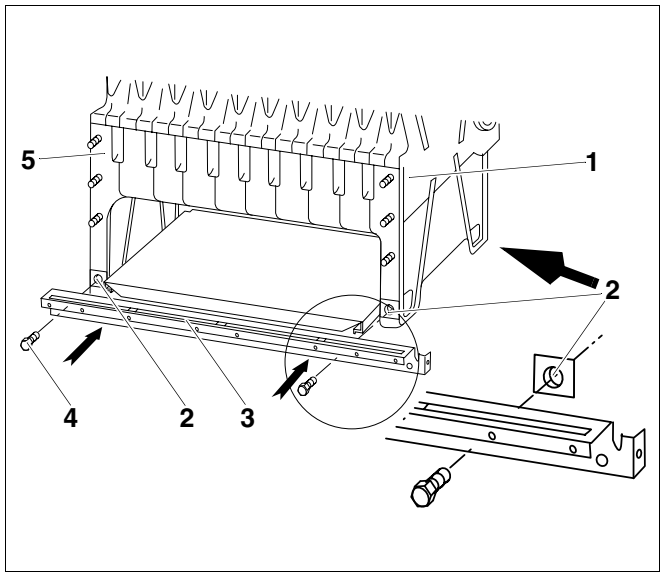

Afb. 40 Langssokkels monteren
De pijl in afb. 40 geeft de voorzijde van het ketelblok aan.
De langssokkels moeten zo aan de verwarmingsketel gemonteerd worden, dat de omgeplooide zijde zich aan de voorkant van de ketel bevindt. De langssokkel steekt aan de voorzijde van de ketel (waterzijdige aansluiting) meer uit dan aan de achterzijde van de ketel (vgl. afb. 40).
- Plaats de clipmoeren M8 (afb. 40, **pos. 2**) aan de voeten van de eindelementen (afb. 40, **pos. 1** en afb. 40, **pos. 5**).
- Schroef de langssokkels (afb. 40, **pos. 3**) losjes aan de eindelementen (afb. 40, **pos. 1** en afb. 40, **pos. 5**) met zeskantbouten M8 x 35 (afb. 40, **pos. 4**).